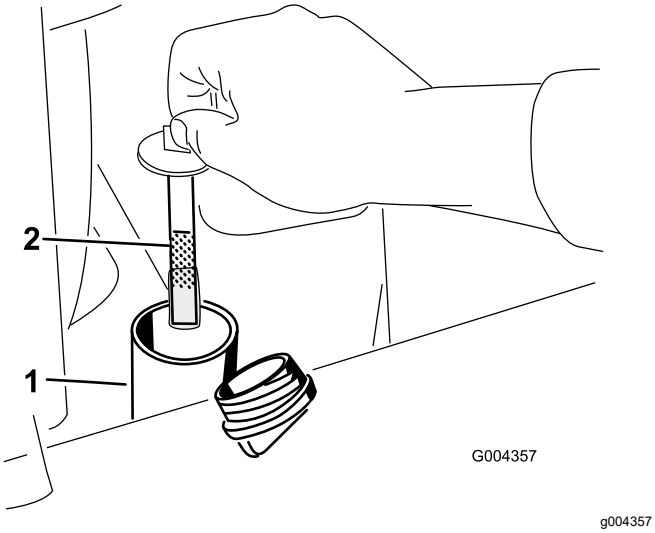

Figura 62
5. Retire el tapón y la varilla del depósito hidráulico (Figura 62).